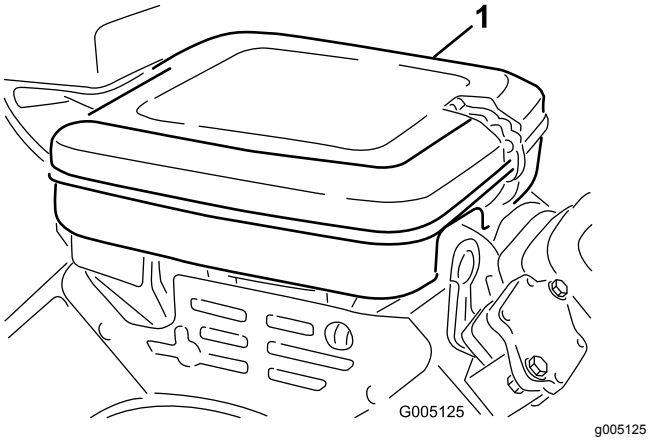

Figura 39
1. Pulite il coperchio del filtro dell'aria (Figura 39).